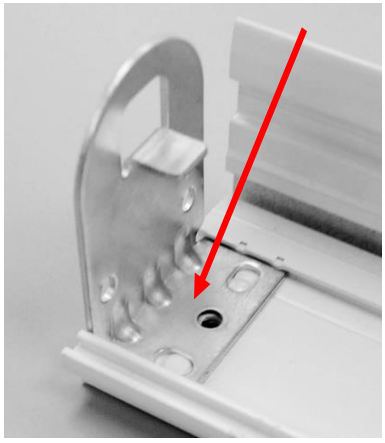
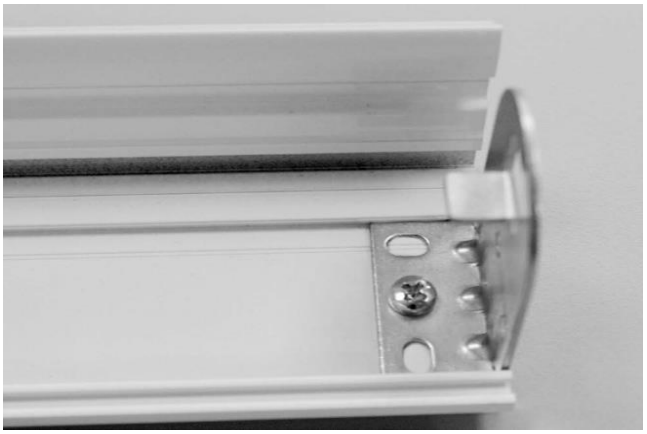

Рис.53
Рис.54
1. Вставить *кронштейн для кассеты левый М, металл (310319-0000)* в *базовый профиль кассеты(310354-0225) ,с* левой стороны заподлицо с ним. Просверлить в центре отверстие сверлом ∅2, как показано на (**Рис.53**). Вкрутить шуруп 2,9х6,5 (**Рис.54**).Эту же операцию повторить со вторым кронштейном*(310320-0000)*